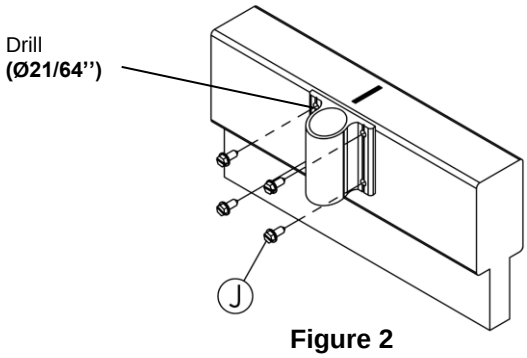

Figure 2
3. **Figure 2.** Drill holes and screw the four screws (J)